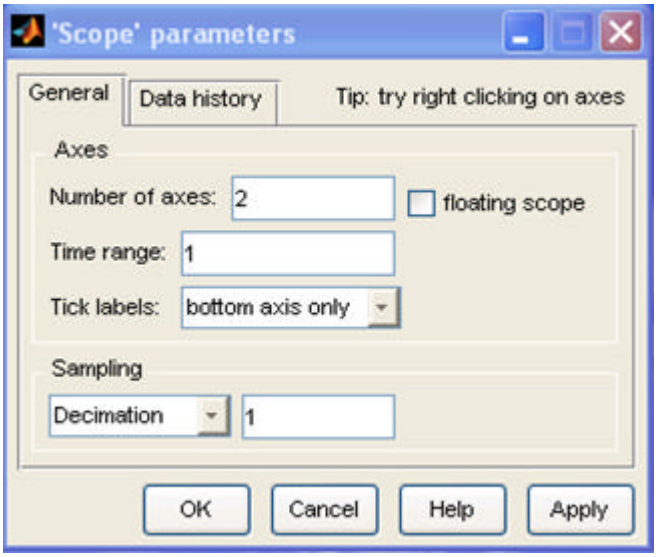

Figura 1.4: Ajuste de los parámetros del osciloscopio.
- También retire el bloque *mux* y añada otro puerto de entrada al osciloscopio haciendo doble clic sobre él. Encuentre el icono de los parámetros en la parte superior derecha y cambie el número de ejes a dos y el rango de tiempo a un segundo como en la figura 1.4